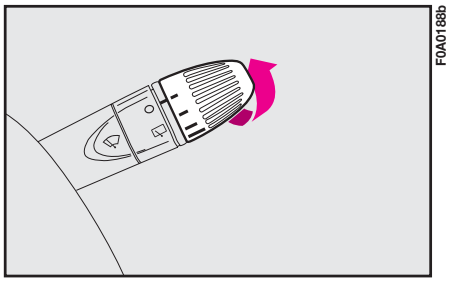

fig. 85
**1** - flick wipe; in some versions, four selections are possible (from slow to fast **fig. 85**);